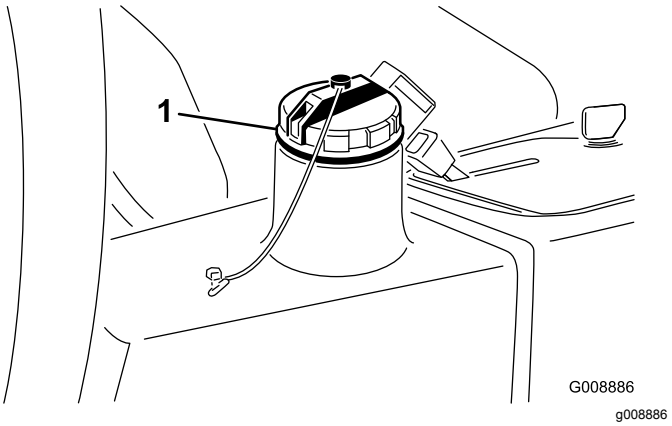

Rysunek 41
2. Oczyść okolice szyjki i korka wlewu oleju hydraulicznego do zbiornika (Rysunek 41), po czym odkręć korek.